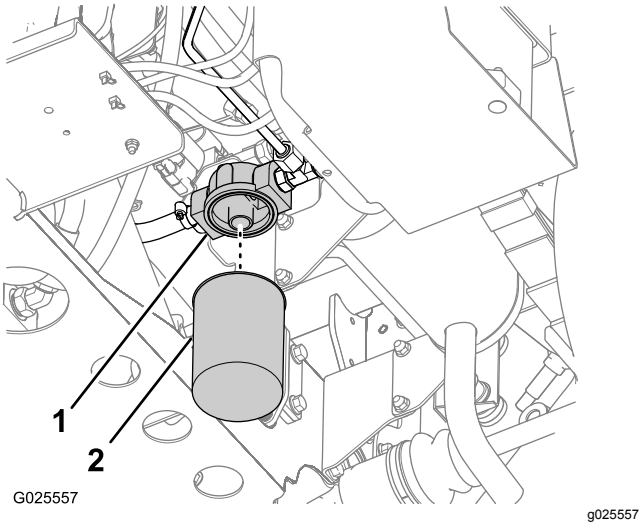

Figur 81
2. Rengør det område, hvor filteret monteres (Figur 81).
3. Anbring en dræningsbakke under filteret (Figur 81).
4. Fjern filteret ved at dreje det mod uret (Figur 81).
5. Rengør filtermonteringsoverfladen på filteradapteren (Figur 81).
7. Skru filteret på filteradapteren, indtil pakningen på filteret er i kontakt med adapterens monteringsoverflade (Figur 81), og tilspænd derefter filteret yderligere 1/2 omgang (Figur 81).